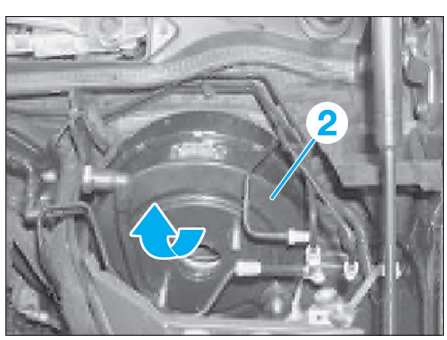

Fig. 33
• Retirer le servofrein (2) avec précaution du tablier d'auvent et le sortir en le basculant **(Fig.33)**.